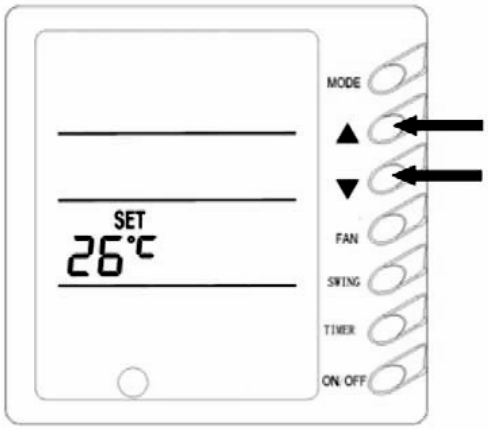

Abb. 4
3) Temperatur einstellen (Abb. 4)